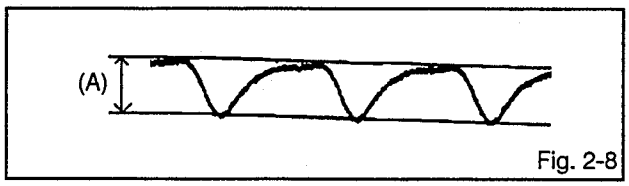

Fig. 2-8
4. Adjust the **VR7008** until the waveform point (A) becomes minimum. **(Refer to Fig. 2-8)**